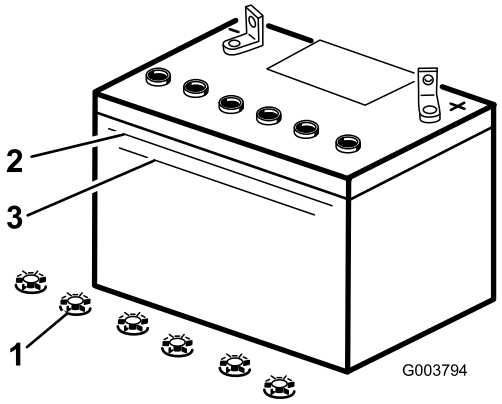

Figur 38
3. Titta på sidan av batteriet. Elektrolyten måste nå upp till den övre linjen (Figur 38). Låt inte elektrolyten sjunka under den nedre linjen (Figur 38).
3. Ta bort påfyllningslocken från batteriet (Figur 38).
4. Häll långsamt destillerat vatten i varje battericell tills elektrolytnivån når upp till batterilådans övre linje (Figur 38).
5. Vänta fem till tio minuter efter att battericellerna fyllts på. Häll destillerat vatten, om det behövs, i varje battericell tills elektrolytnivån är vid batterilådans övre linje (Figur 38).